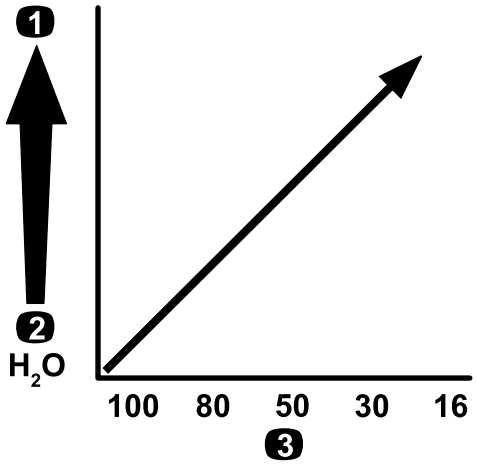

**Bild 25**
***Wichtig:*** **Wenn Sie Chemikalien mit höherer Viskosität (dicker) oder Lösungen mit benetzbarem Pulver versprühen, müssen Sie u. U. ein Sieb mit gröberen Maschen für den optionalen Druckfilter verwenden; siehe Bild 25.**